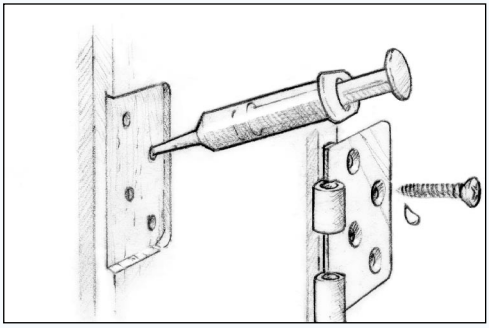

Figur 15 Gennemvæd et standardføringshul, og monter beslaget.
1. Gennemvæd et indføringshul af standardstørrelse, og kom resin-/hærderblandingen i hullet ved hjælp af en piberenser eller en sprøjte *(Figur 15)*. Fortyk et nyt lag epoxy efter behov til åbne eller for store huller.